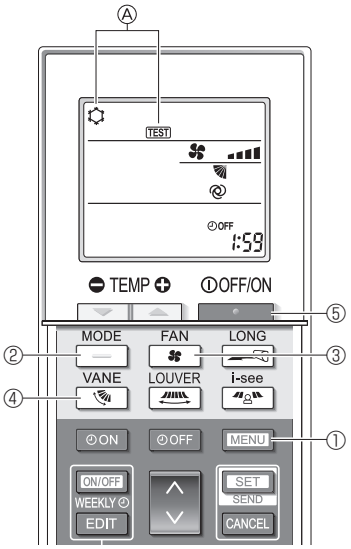

Fig. 8-5
2. Appuyez sur la touche MENU ① pendant 5 secondes. (Fig. 8-5)
La mention Ⓐ [TEST] et le mode de fonctionnement en cours sont affichés. (Fig. 8-5)